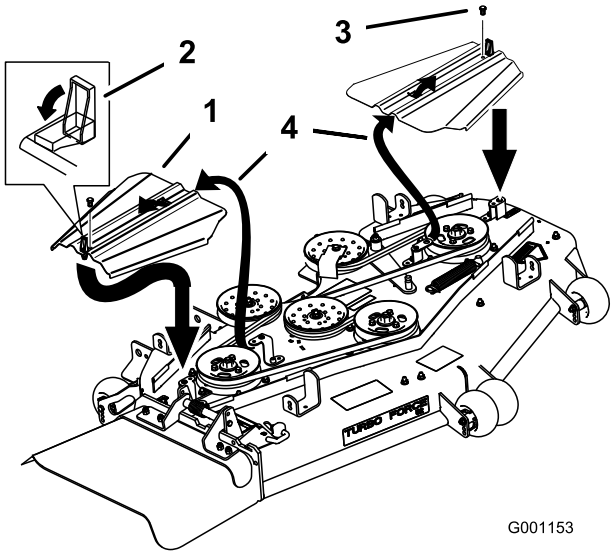

Figur 56
3. Fjern de bolte, der fastholder remskærmen, og fjern remskærmen (Figur 56).
9. Monter remskærmene ved at skubbe skærmen ind i tappen, montere boltene og lukke låsene (Figur 56).